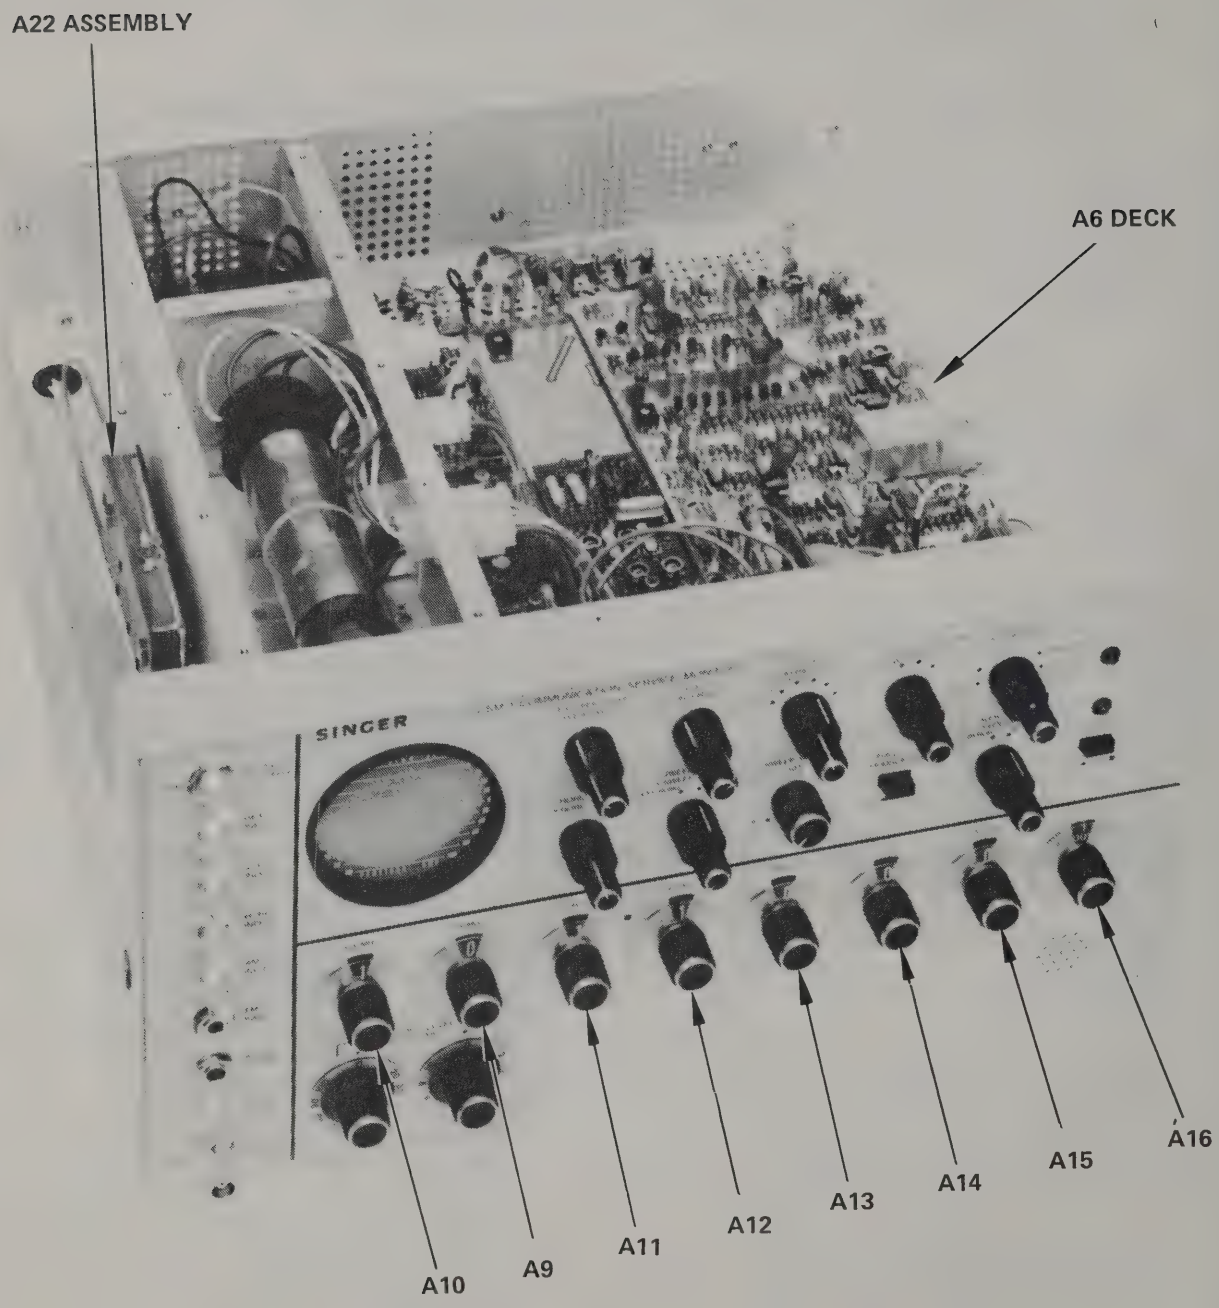
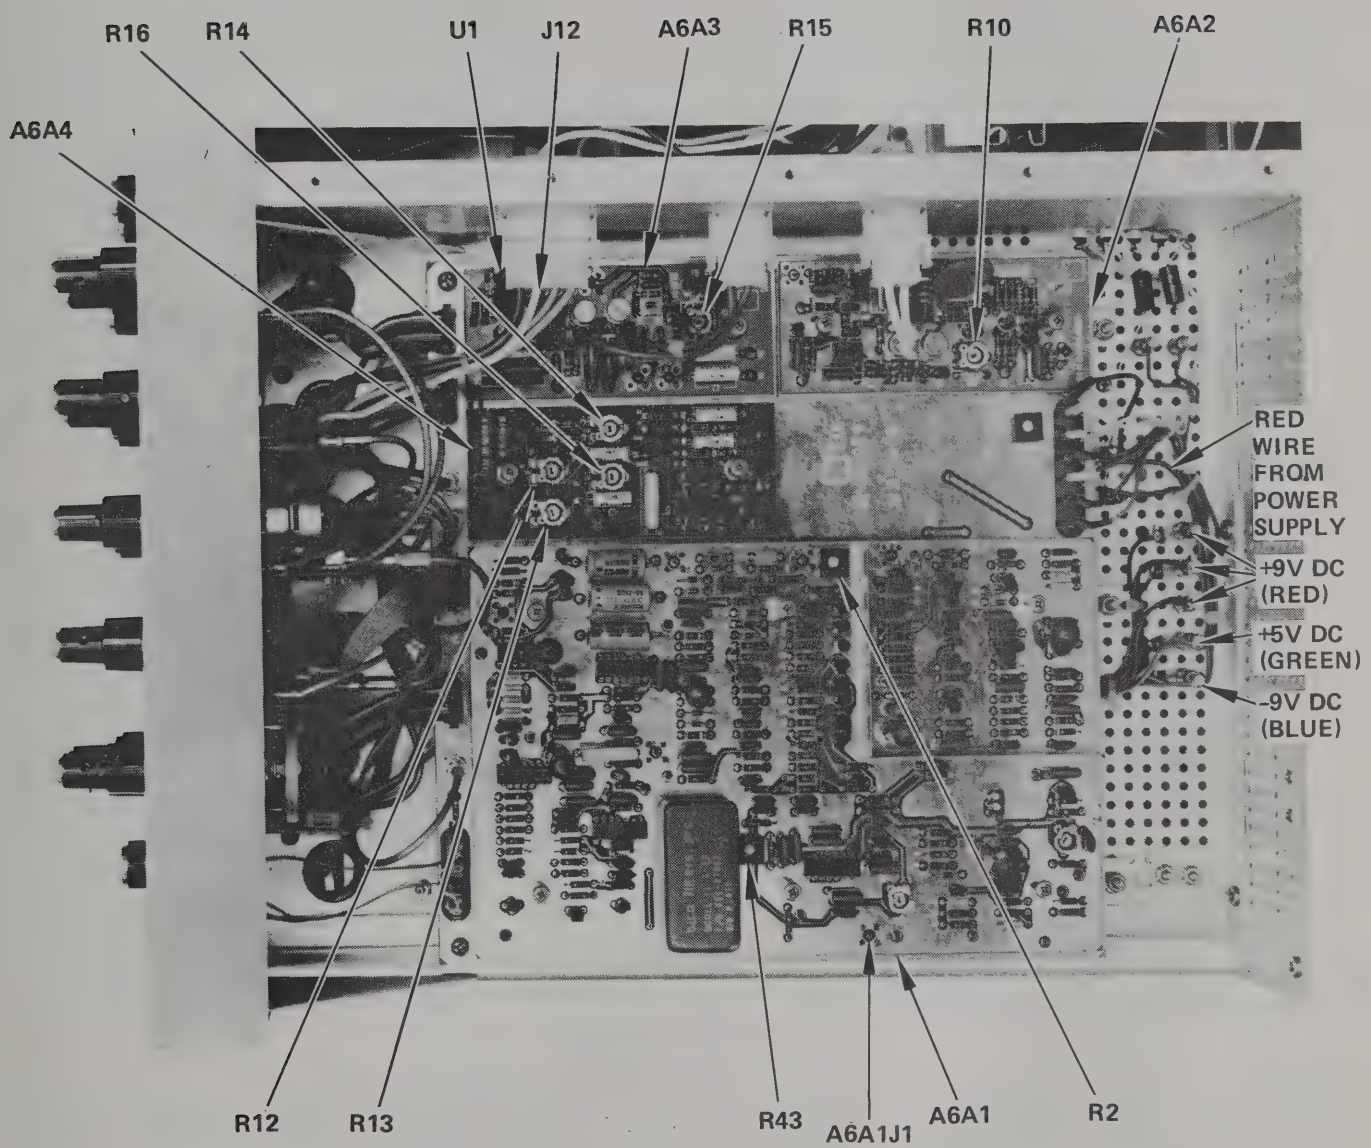

Figure 7-1. Assembly Location, Model CSM-1 Isometric View, Cover Removed
Figure 7-7. Adjustment Control Location, A6 Deck
The measure portion of the Model CSM-1 is contained on the A6 deck which is located on the top of the chassis (see Figure 7-1). The controls on the A6 deck are easily accessible (see Figure 7-7).
a. Remove Model CSM-1 cover and turn the instrument on its left side, using two spacers to support the front panel frame. Push POWER push button to ON. Connect the negative lead of the DVM to any chassis ground and the positive lead to one of the 3 terminals with red wires behind the A6 board (see Figure 7-7).
b. Connect the positive lead of the DVM to the terminal with the green wires (see Figure 7-7). The dc voltage should read +5V ±0.5V. There is no adjustment (refer to paragraph f).
c. Connect the positive lead of the DVM to the terminal with the yellow wires (see Figure 7-7) dc voltage should read +250V ±25V. There is no adjustment (refer to Paragraph f).
e. Adjust A6A1 R43 potentiometer (see Figure 7-7) until the CRT trace lines up with CARRIER SET position (top line of CRT).